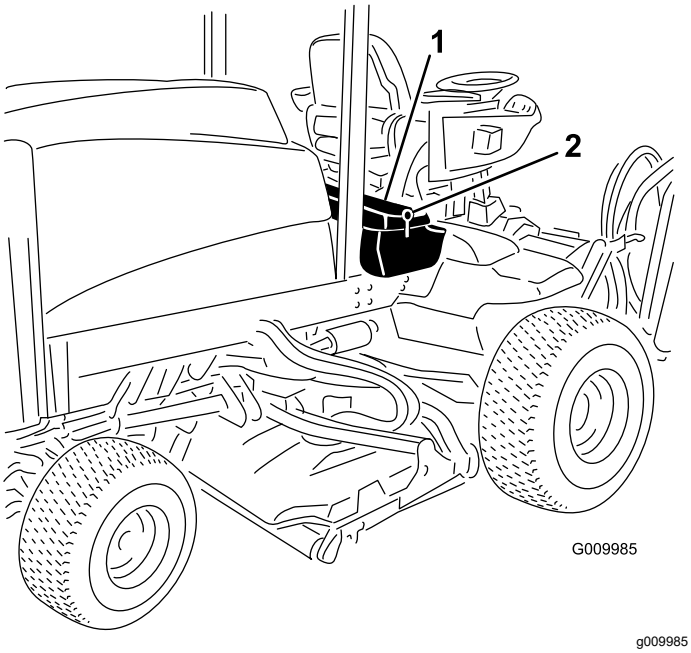

Figur 49
2. Løsn låsen til låget til højre opbevaringskasse, og løft låget (Figur 49).